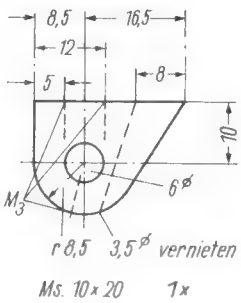
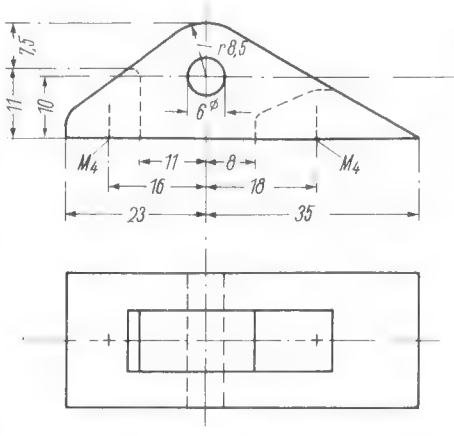
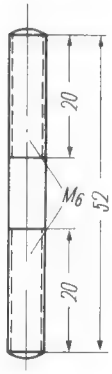
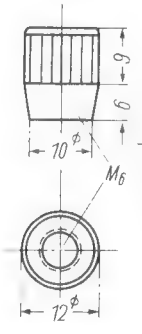

Bild 10. Halter für den Kopf
Bild 11. Lagerteil für die Mikrofonkapsel
Bild 13. Lagerbolzen (1 Stück, Ms. 6 mm ⌀)
Bild 14. Rändelmutter zur Feststellung des Kopfes (2 Stück)
Den Halter des Kopfes fertigen wir nach **Bild 10** an. Das Gehäuse des Verstärkers besteht aus Deckel, Rohr und Boden. Wir verwenden Rohr von 70 mm Außendurchmesser und 1 mm Wandstärke. Die Länge richtet sich nach der zur Anwendung kommenden Röhre. Bei dem Muster ist das Rohr 80 mm lang, so daß sich auch eine Stahlröhre darin unterbringen läßt. Der Deckel besteht aus zwei Teilen nach **Bild 11** und **12**. Der Bolzen nach **Bild 13** wird im Mikrofonhalter durch eine Schraube gegen Verdrehen gesichert. Die Feststellung des Kopfes erfolgt durch Rändelmuttern nach **Bild 14** und zwei federnde Scheiben (keine Zahnscheiben).
- 1 Kopfhalteroberteil Bild 10
- 1 Kopfhalterunterteil Bild 11
- 2 Rändelmuttern Bild 13
- 1 oberer Deckel Bild 14